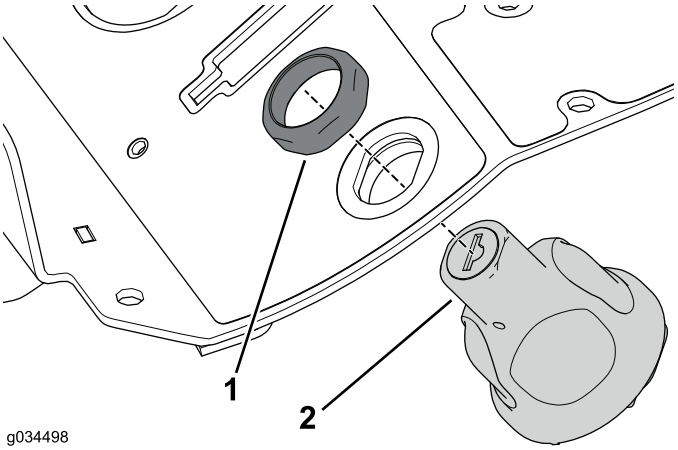

Rysunek 29
4. Używając wcześniej odkręconej nakrętki ustalającej, zamocuj wyłącznik zapłonu do zespołu konsoli (Rysunek 29).